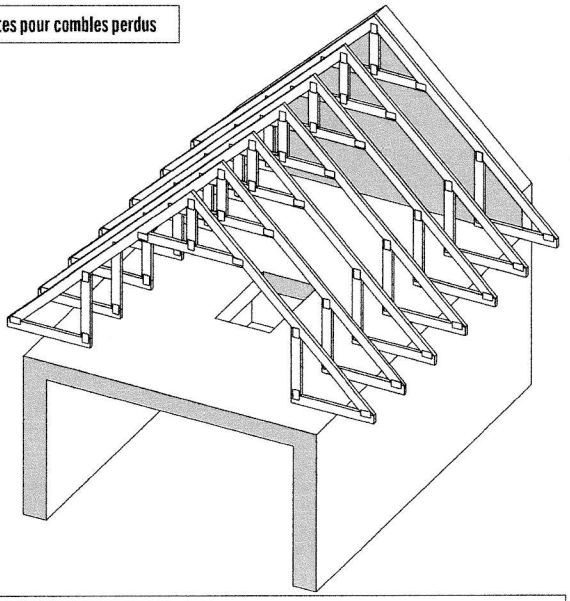

fig. 5.19 | **charpente en fermettes pour combles habitables**
- Les **fermettes pour combles habitables** (fig. 5.19 et 5.20) : c'est le cas des **fermettes à faux-entrait** et des **fermettes à entrait retroussé.** Ces dernières prennent appui sur un plancher porteur, généralement en béton.